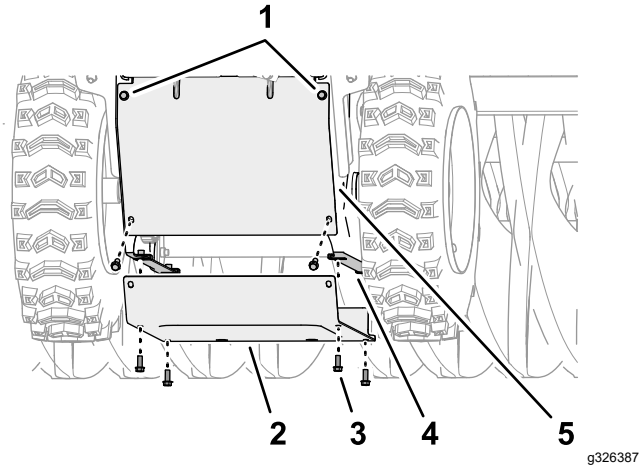

**Figur 51**
4. Ret hullerne i bunddækslet ind med hullerne i flangerne i venstre og højre sideplade i bunden af maskinen (Figur 51).
5. Monter bunddækslet på maskinen (Figur 51) med de 6 flangehovedmaskinskruer (¼" x ⅝").
6. spænd de 2 øverste flangehovedmaskinskruer (¼" x ⅝"), der fastgør bagdækslet til maskinen (Figur 51).